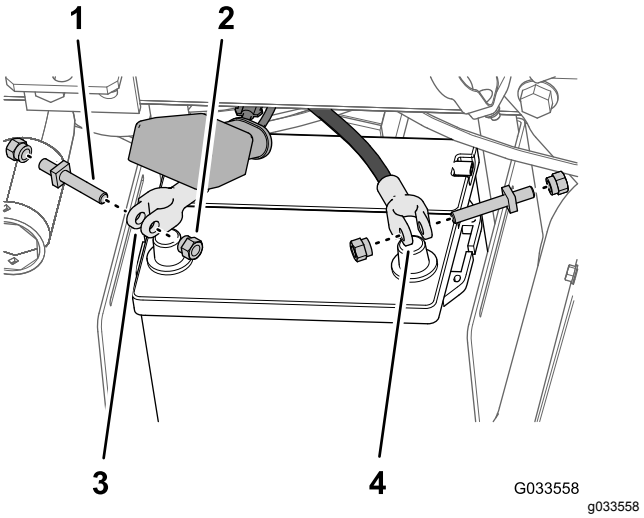

Figur 30
5. Montera löst en polskruv och en klämmutter vid plus- och minuskablarnas klämmor (Figur 30).